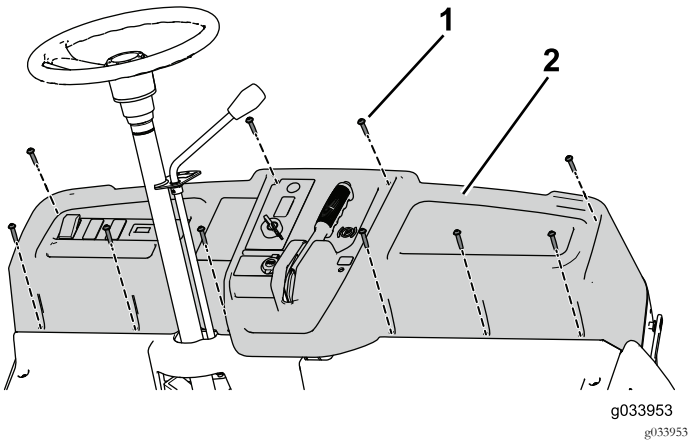

Bild 12
6. Entfernen Sie die zehn Schrauben (¼" x 1¼"), um das Armaturenbrett teilweise abzunehmen, und bewahren Sie diese auf. Schließen Sie dann die Feststellbremse, Gasbedienung und die Schaltzüge ab (Bild 12).